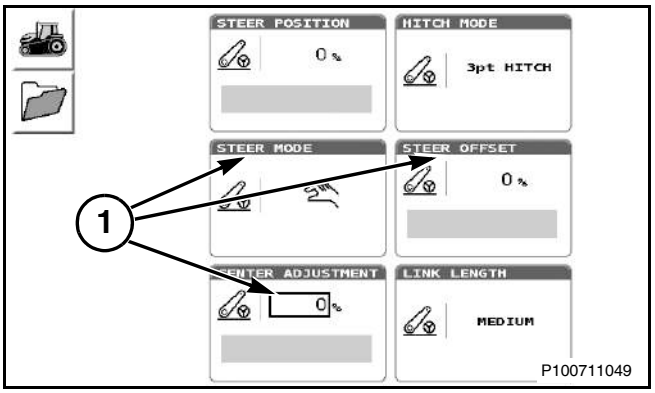

Рис. 157
Рис. 157: Для изменения выделенного значения параметра (1) используйте ручку управления с боковой стороны терминала для подсветки выбранной ячейки, с последующим нажатием по центру ручки управления. С помощью ручки управления перейдите вверх или вниз, чтобы выбрать информацию, а затем нажмите по центру ручки управления.